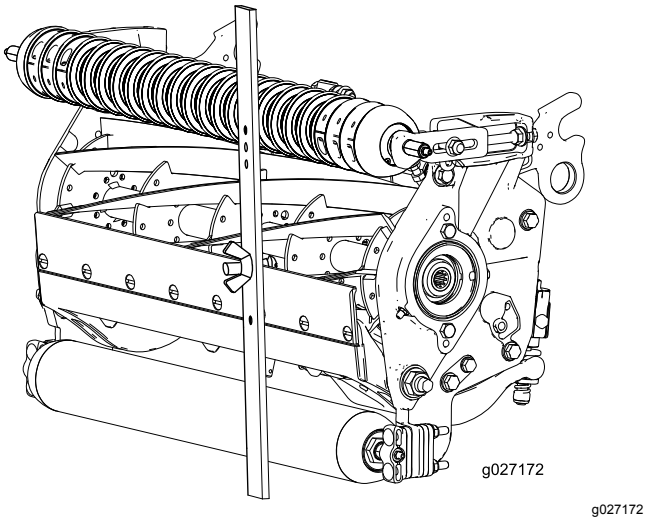

Figure 17
4. Accrochez la tête de la vis sur le bord tranchant de la contre-lame et appuyez l'arrière du gabarit contre le rouleau arrière (Figure 17).
5. Tournez la vis de réglage jusqu'à ce que le rouleau avant touche le gabarit (Figure 17).